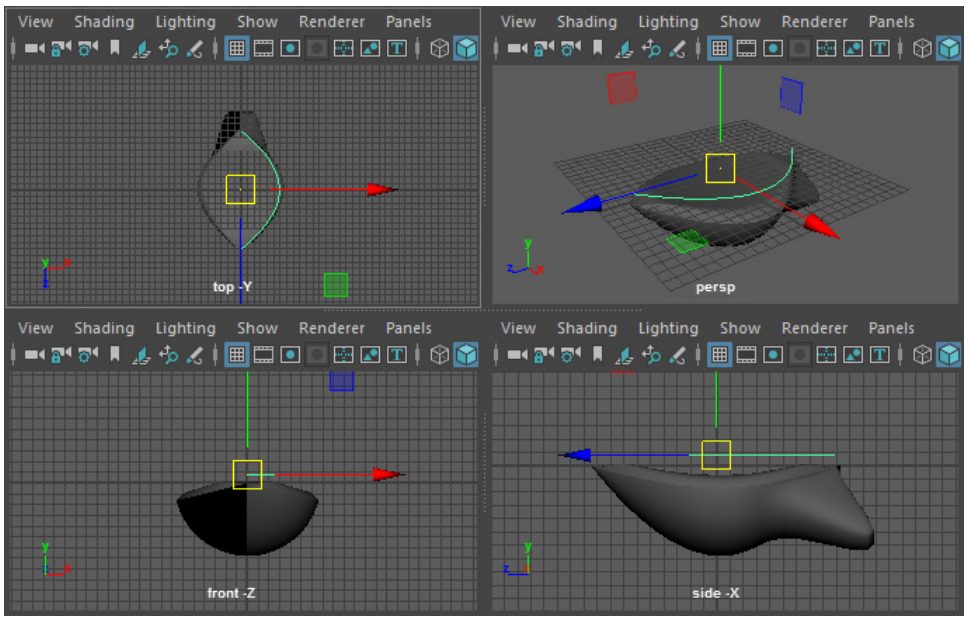

Figure 4-65 *The NURBS curve aligned in all viewports*
1. Maximize the top-Y viewport. Choose **Create > Objects > Curve Tools > EP Curve Tool** from the menubar and create a curve, refer to Figure 4-65. Now, move the curve using **Move Tool**. Figure 4-65 displays the position of the NURBS curve in all viewports.